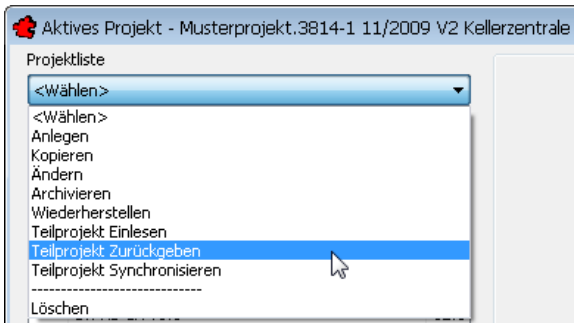

Bild 17.21 – Teilprojekt zurückgeben
- Wählen Sie in der **Projektverwaltung** des Anwenderrechners das Teilprojekt *Musterprojekt . . . Kellerzentrale* und danach den Menüpunkt *Teilprojekt zurückgeben* (Abb. 17.21).